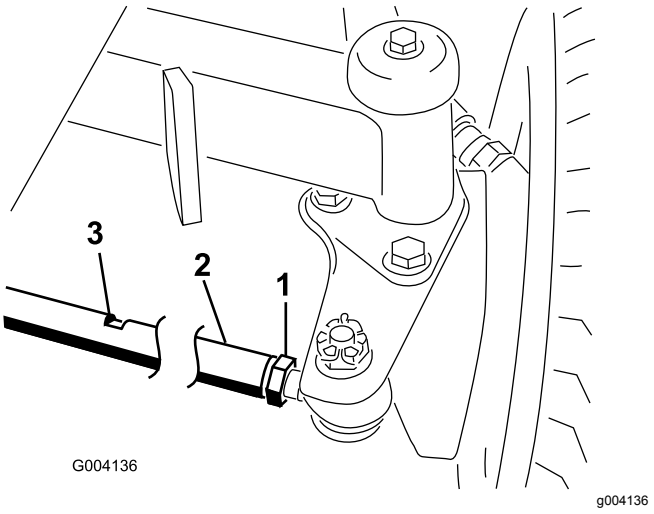

Figur 83
2. Løsn kontramøtrikken for hver ende af forbindelsesstangen (Figur 83).